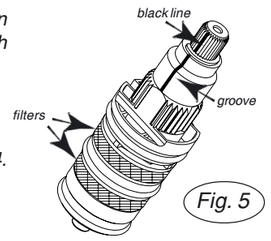

Fig. 5
- Align black mark with groove (see Fig. 5)
Thermostatic cartridge filter: *Scale and deposit from hard water can build up on the filters (see Fig.5) and affect the water flow. Clean the filters by soaking the cartridge in which they are inserted in warm vinegar.*